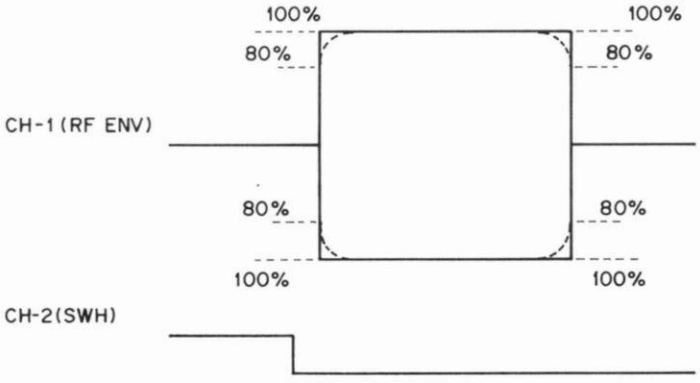

Fig. 4-4
4) As shown in Fig. 4-4, confirm that 80 % or more of the RF waveform is flat.
4）．図4-4 の様に，RF波形の平坦度が 80%以上あることを確認する．